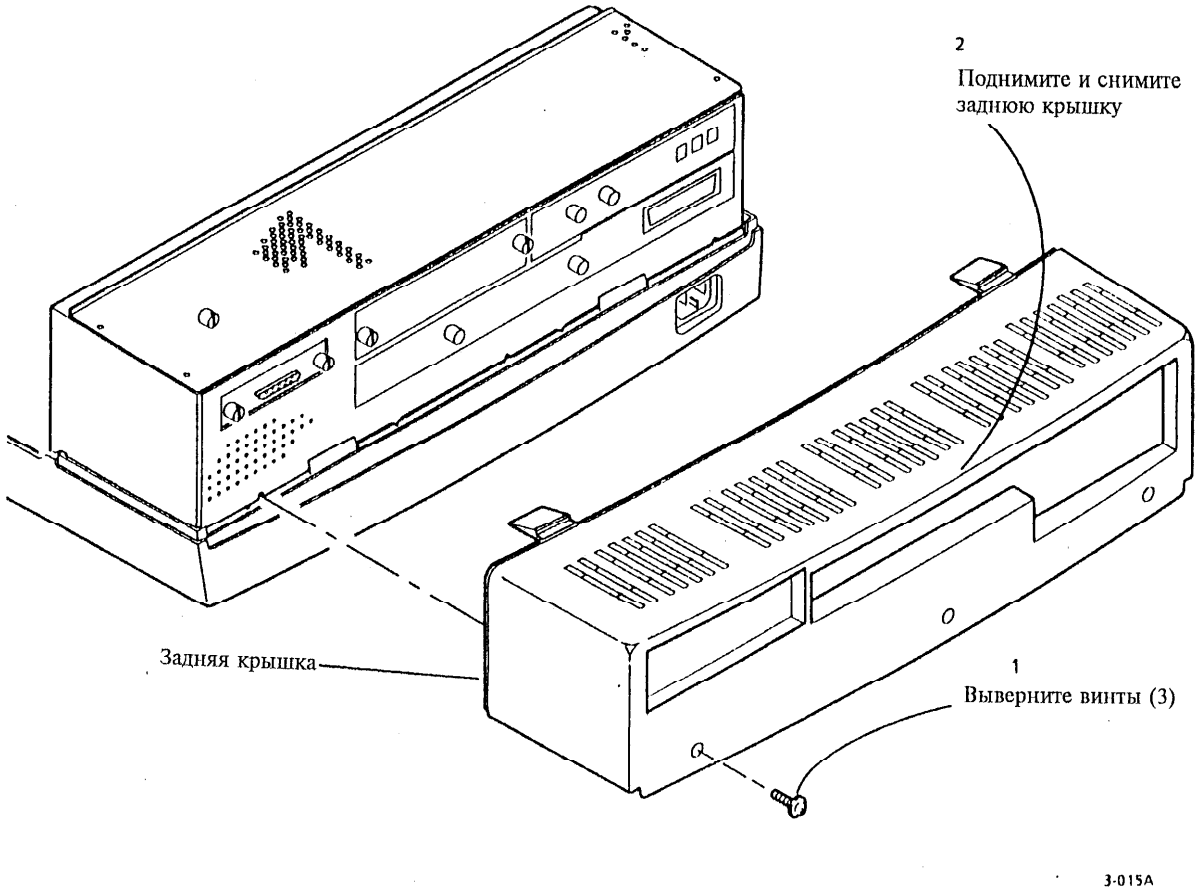

Рис. 1 Снятие задней крышки
4. (Рис. 1): Снимите заднюю крышку.